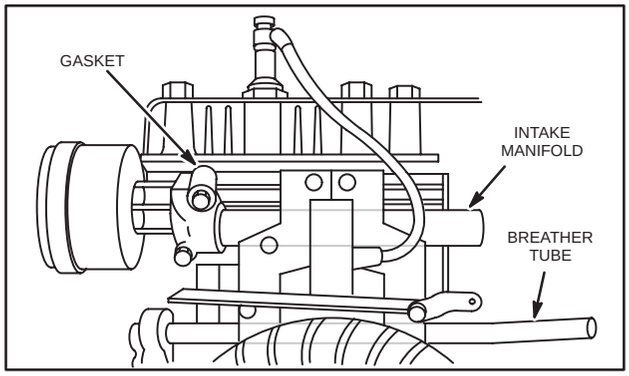

Fig. 145 – BREATHER AND INTAKE MANIFOLD
1. Intake manifold is held by screws to cylinder on vertical crankshaft Model Series 90000, 100000, 110000, and 130000, Fig. 145.